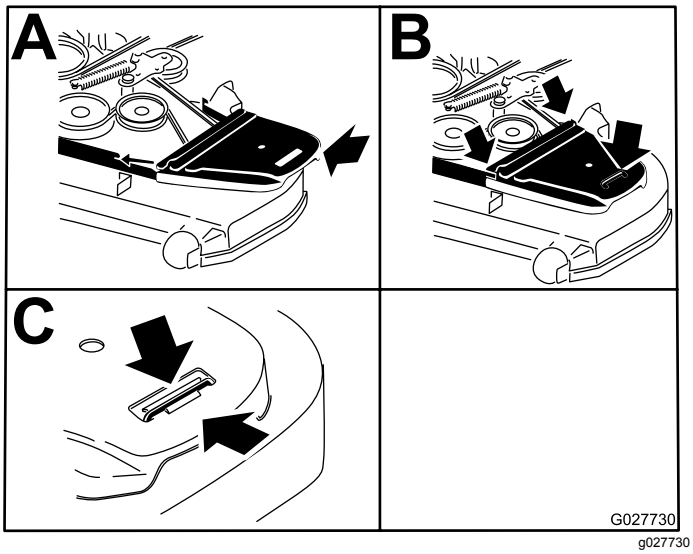

Figur 92
14. Monter remskærmene (Figur 92).